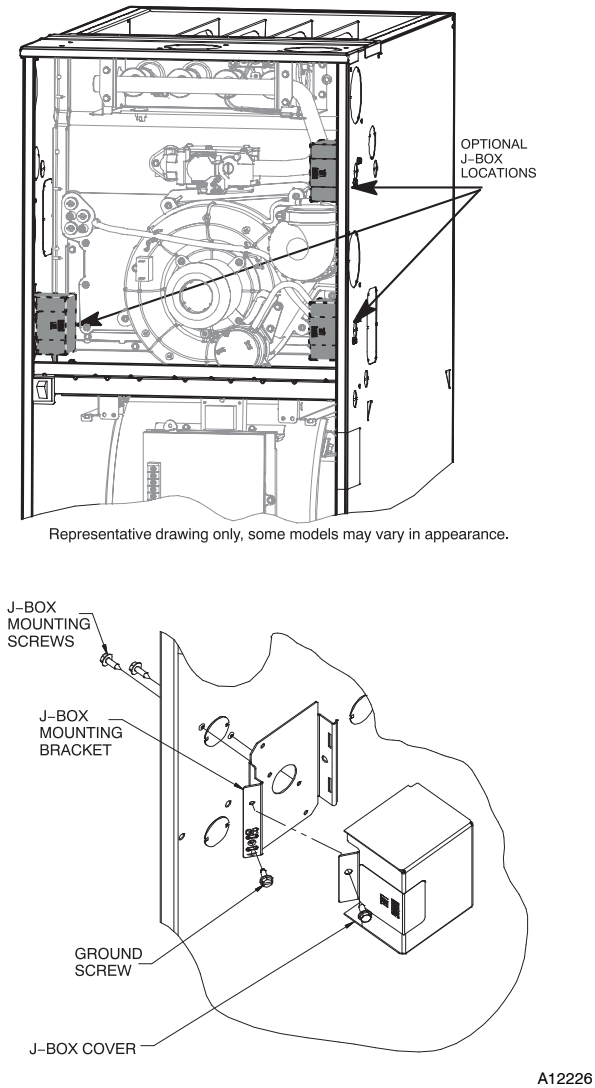

Fig. 30 - Installing J-Box (When Used) Appearance May Vary
The J-Box cover, mounting bracket and screws are shipped in the loose parts bag included with the furnace. The J-Box can be mounted on the left or right side of the casing, as viewed from the upflow position. See Fig. 30.
Align the J-box mounting bracket against the inside of the casing and secure the mounting bracket with the screws. See Fig. 30.
6. Connect field ground wire and factory ground wire to green ground screw on J-Box mounting bracket as shown in Fig. 30.
1. Install J-Box mounting bracket to inside of furnace casing. See Fig. 30.
5. Connect field ground wire and factory ground wire to green ground screw on J-Box mounting bracket as shown in Fig. 30.
7. Attach furnace J-Box cover to mounting bracket with screws supplied in loose parts bag. Do not pinch wires between cover and bracket. See Fig. 30.
4. Connect field ground wire and factory ground wire to green ground screw on J-Box mounting bracket as shown in Fig. 30.